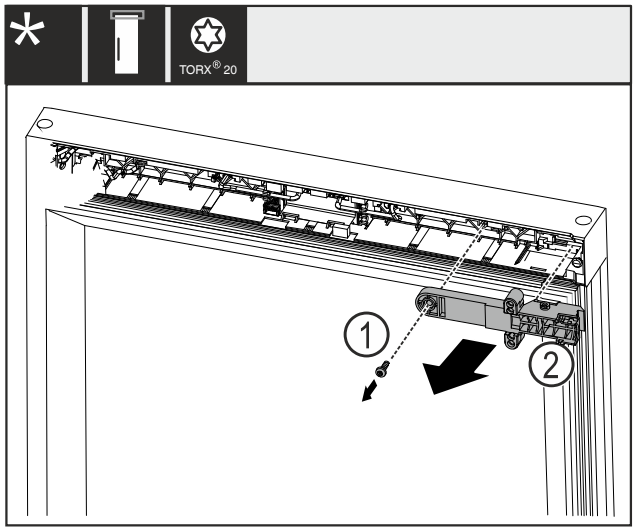

Fig. 22
▶ 移除螺栓 *Fig. 22 (1)*。
▶ 将锁固定件 *Fig. 22 (2)*取下。